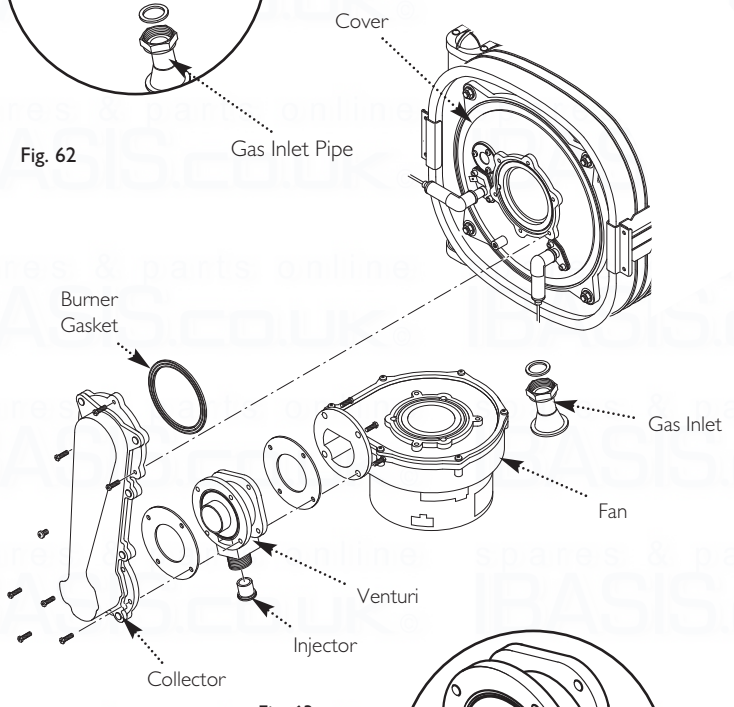

Fig. 63
13.5 Venturi (Fig. 63)
13.6 Injector (Fig. 63)